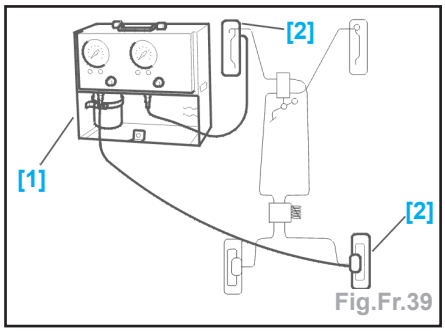

Fig.Fr.39
- Brancher le raccord de prise de pression [2] à la roue avant la plus proche du poste de conduite (Fig.Fr.39).